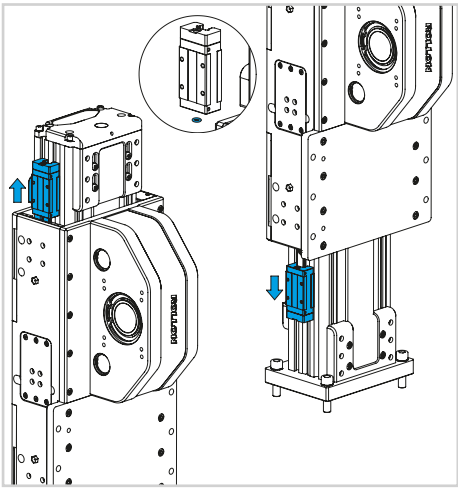

Fig. 21
3) Faites coulisser le patin à l'extérieur. Si le joint torique est retiré pendant cette opération, il devra être repositionné quand le patin sera remonté (voir la Fig. 21).